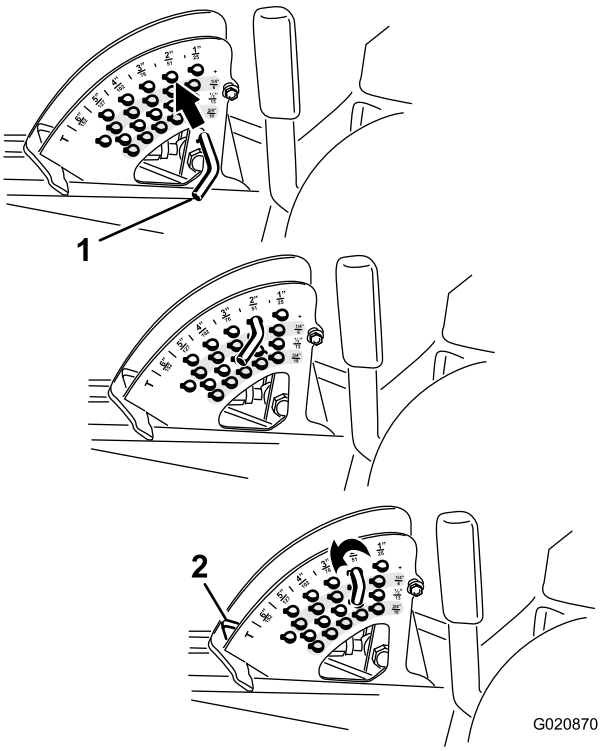

Figura 27
2. Gire el pasador de tope hasta que el pasador cilíndrico que contiene se alinee con las ranuras de los taladros del soporte de altura de corte y retire el pasador (Figura 27).
3. Seleccione un taladro del soporte de altura de corte que corresponda a la altura de corte deseada, inserte el pasador y gírelo para bloquearlo en esa posición (Figura 27).
Nota: Hay cuatro filas de taladros (Figura 27). La fila superior corresponde a la altura de corte impresa encima del pasador. La segunda fila corresponde a la altura impresa más 6 mm. La tercera fila corresponde a la altura impresa más 13 mm. La fila inferior corresponde a la altura impresa más 19 mm. Para la posición de 15,2 cm hay un solo taladro, situado en la segunda fila. Esta posición no añade 6 mm a la altura de 15,2 cm.